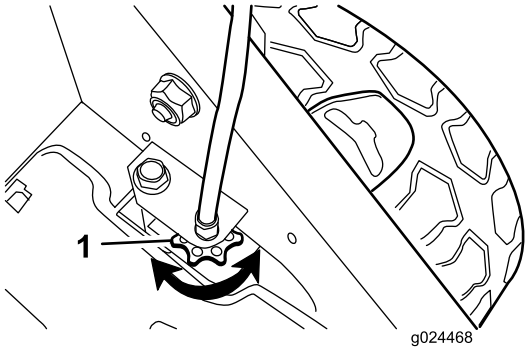

Figuur 25
- Als de wielen niet draaien wanneer u de stang van de zelfaandrijving inschakelt, is de aandrijfriem niet genoeg gespannen. Draai de afstelknop van de wielaandrijving (Figuur 25) 1 slag rechtsom en herhaal stap 4 tot 6.
- Als de wielen al draaien voordat u de stang van de zelfaandrijving volledig hebt ingedrukt, is de aandrijfriem te hard aangespannen. Draai de afstelknop van de wielaandrijving (Figuur 25) 1 slag linksom en herhaal stap 4 tot 6.